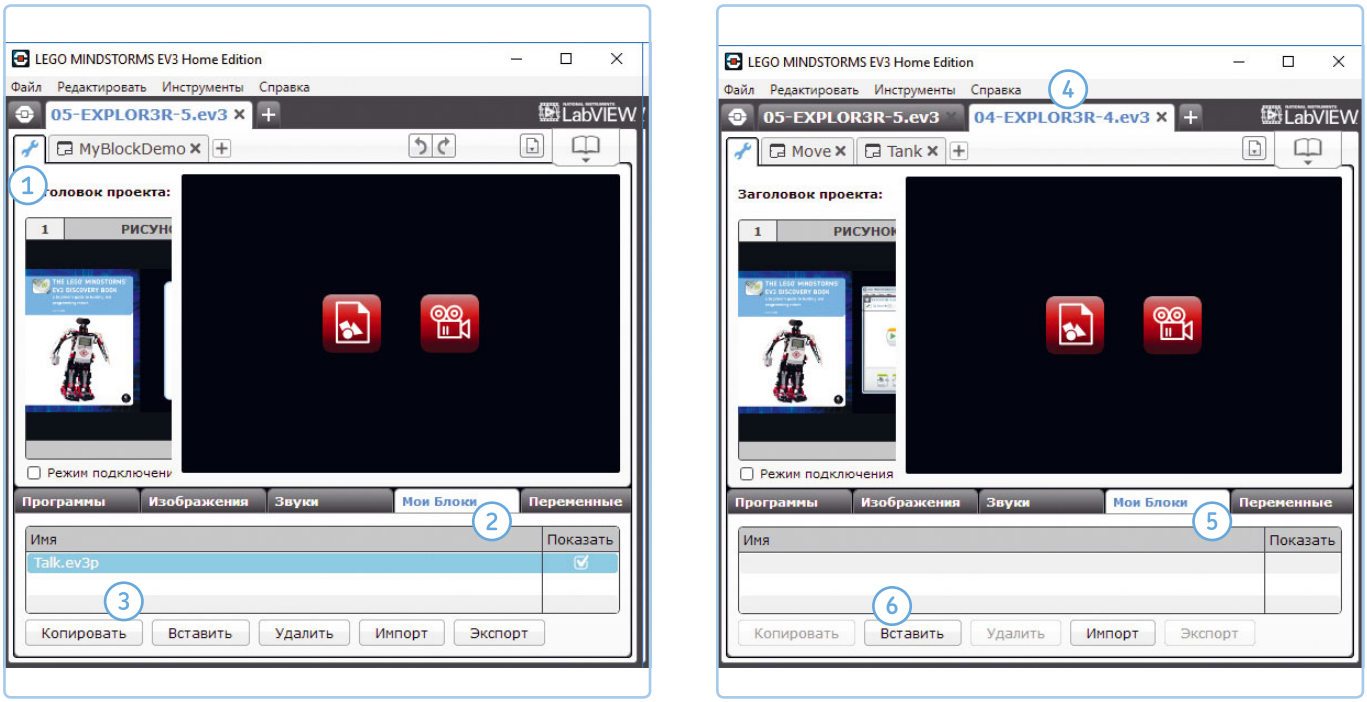

Рис. 5.13. Копирование контейнера «Мой блок» из проекта EXPLOR3R-5 в проект EXPLOR3R-4
Чтобы скопировать в другой проект контейнер «Мой блок», который вы только что сделали (как показано на рис. 5.13), перейдите на страницу **Свойства проекта** (Project Properties) (1), выберите пункт **Talk.EV3p** на вкладке **Мои блоки** (My Blocks) (**2**), а затем нажмите кнопку **Копировать** (Copy) (**3**). Теперь, не закрывая текущий проект, откройте созданный ранее проект: EXPLOR3R-4 (**4**). Перейдите на вкладку **Мои блоки** (My Blocks) этого проекта на странице **Свойства проекта** (Project Properties) (**5**) и нажмите кнопку **Вставить** (Paste) (**6**). Теперь вы можете использовать контейнер **Talk** в проекте EXPLOR3R-4.